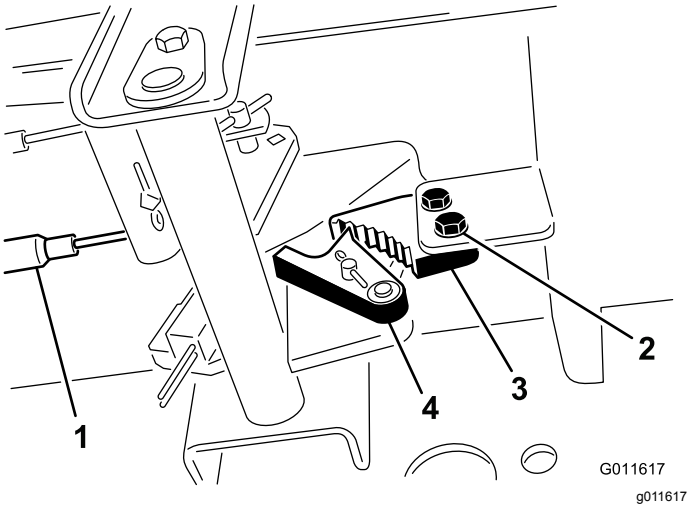

Figur 98
1. Løsn de to skruer, der fastholder parkeringsbremsepedalen på stellet (Figur 98).
2. Tryk parkeringsbremsepedalen frem, indtil parkeringsbremselåsen kobler helt ind på bremsepedalen (Figur 98).